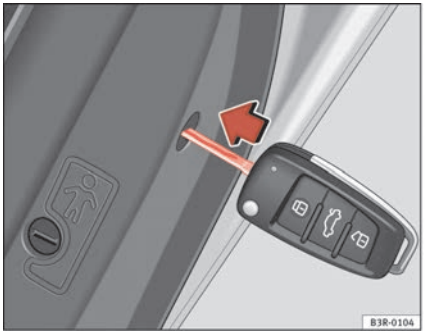

Fig. 72 Enabling manual locking
– Insert the key into the slot inside ⇒ page 99, fig. 72 and turn it as far as the stop, i.e. about 90 degrees to the right (doors on right side) or to the left (door on the left side).